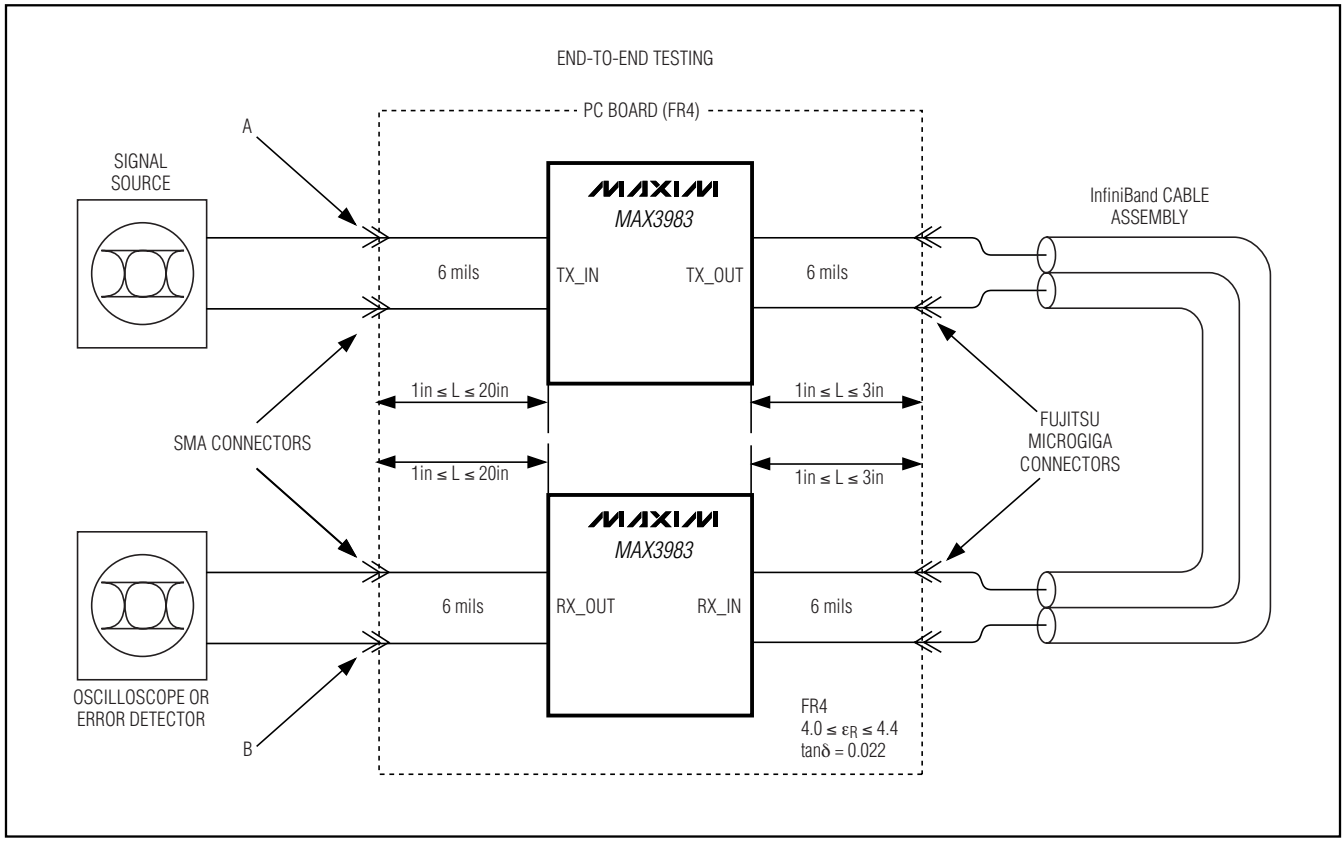

*Figure 2. End-to-End Test Setup. The points labeled A and B are referenced for AC parameter test conditions.*
**Note 5:** Cables are unequalized, Amphenol Spectra-Strip 24AWG and 28AWG or equivalent equipped with Fujitsu "MicroGiga" connector or equivalent. All other channels are quiet. Residual deterministic jitter is the difference between the source jitter and the output jitter at the load. The deterministic jitter (DJ) at the output of the transmission line must be from media-induced loss and not from clock-source modulation. Depending upon the system environment, better results can be achieved by selecting different preemphasis levels.
**Note 13:** Cables are unequalized, Amphenol Spectra-Strip 24AWG or equivalent equipped with Fujitsu "MicroGiga" connector or equivalent. Residual deterministic jitter is the difference between the source jitter at point A and the load jitter at point B in Figure 2. The deterministic jitter (DJ) at the output of the transmission line must be from media-induced loss and not from clock-source modulation. Depending upon the system environment, better results can be achieved by selecting different preemphasis levels.